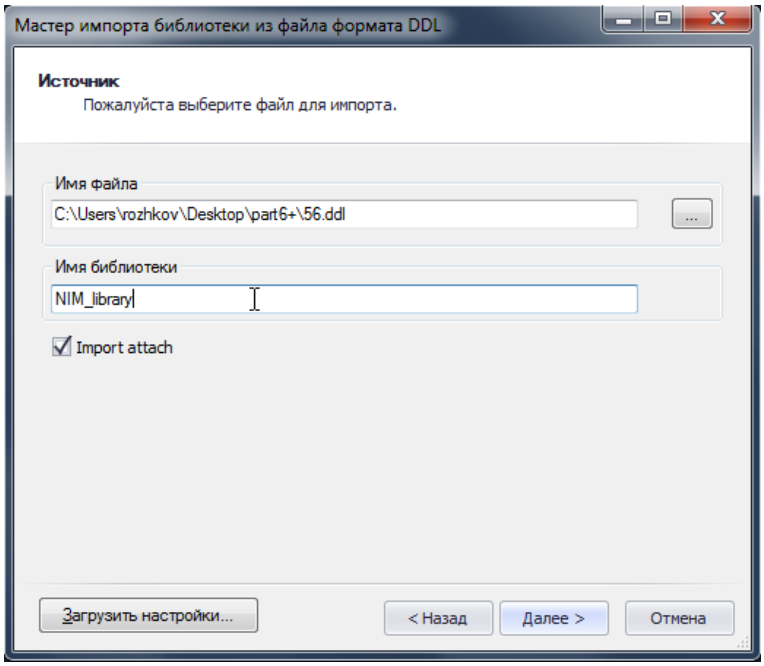

Рис. 103. Имя импортируемой библиотеки
4. Далее, в окне мастера импорта, в поле «Имя библиотеки», будет отображено имя, которое будет присвоено импортируемой библиотеки, это имя может быть изменено, см. Рис. 103.